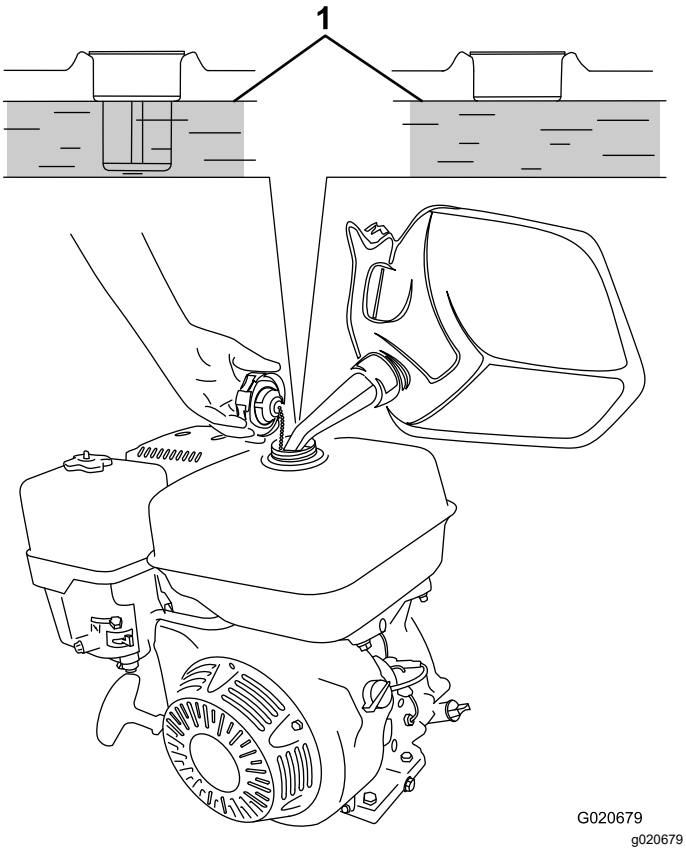

Figure 8
3. Versez du carburant dans le réservoir de carburant jusqu'à ce que le niveau maximum soit atteint (Figure 8).